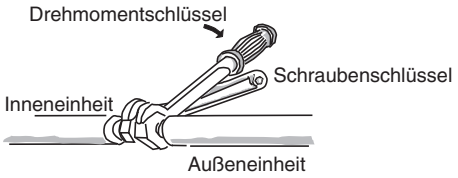

Abb. 5-6
(2) Die Überwurfmuttern mit spezifizierten Anzugsdrehmoment festziehen.
- Wenn die Überwurfmutter von den Verbindungsstücken abgenommen oder nach dem Anschließen der Leitungen festgezogen werden, müssen unbedingt zwei verstellbare Schraubenschlüssel oder Maulschlüssel verwendet werden. (Abb. 5-6)